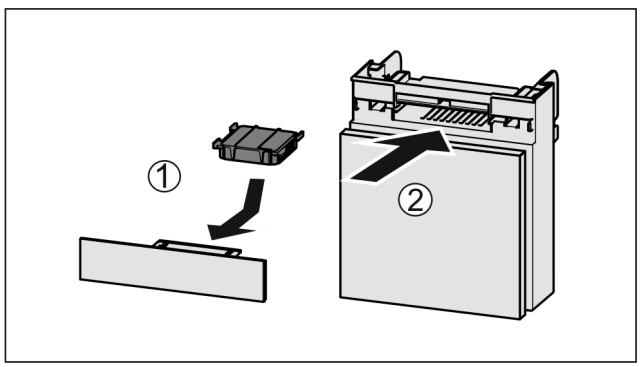

Fig. 170
▶ Actiefkoolfilter overeenkomstig afbeelding aanbrengen *Fig. 170 (1)*.
▶ Lade erin schuiven *Fig. 170 (2)*.